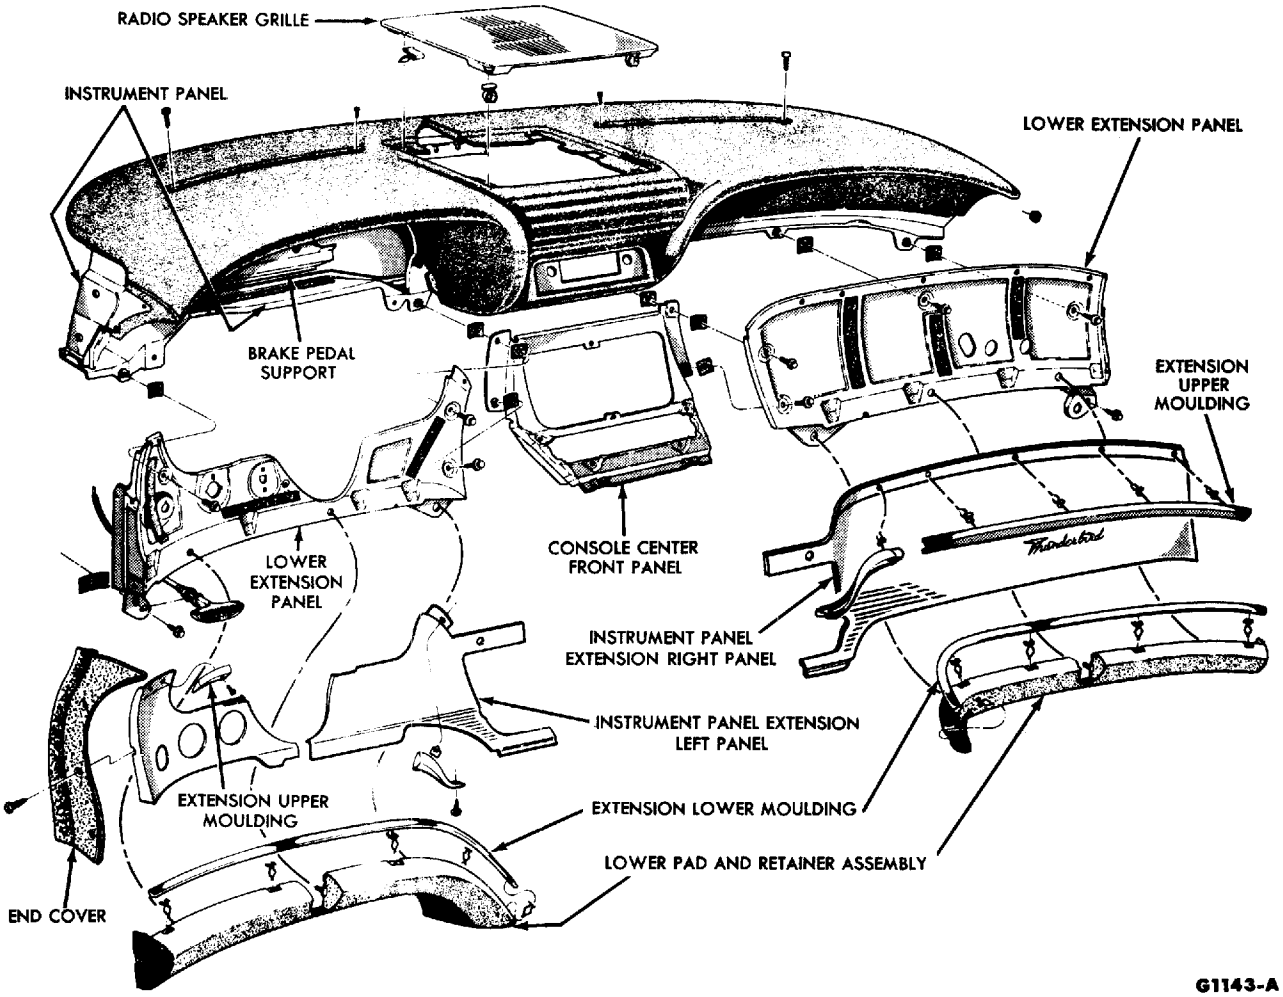

FIG. 30—Instrument Panel Area
4. Remove the left and right extension panels from the instrument panel (Fig. 30) on a car without air conditioning. If the car has air conditioning, remove only the left panel.
5. Disconnect the lower left extension panel (Fig. 30).